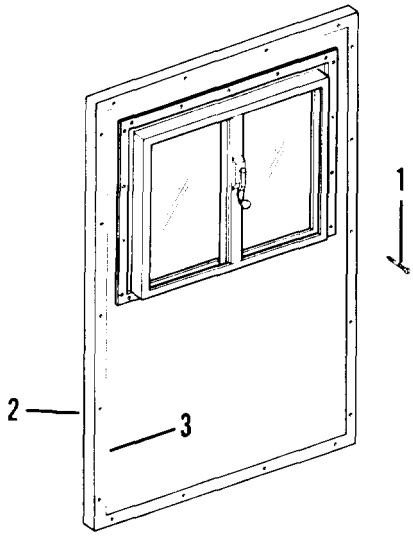

Figure 4-49. Window shim
(1) Remove eight screws (1, figure 4-49) from shim (2).
(2) Remove shim (2) and gasket (3).
(1) Thoroughly clean the shim (2, figure 4-49) with cleaning solvent (PD-680).